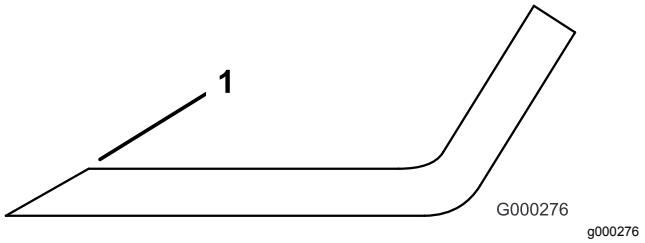

Figur 112
3. Kontrollera samtliga knivseggar och vässa dem om de är slöa eller har fått hack (Figur 112).
Obs: Slipa endast knivseggens översta del och behåll den ursprungliga skärvinkeln för bästa skärpa (Figur 112). Kniven förblir balanserad om lika mycket metall avlägsnas från båda eggarna.